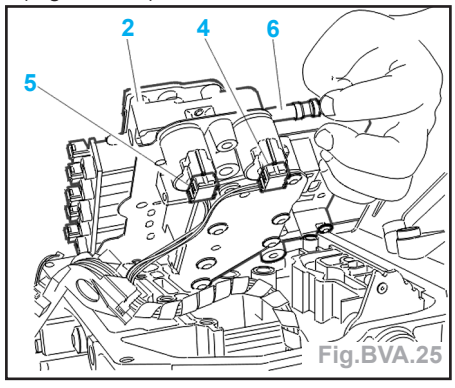

Fig.BVA.25
- Déconnecter les électrovannes (4) et (5) (Fig.BVA.25).